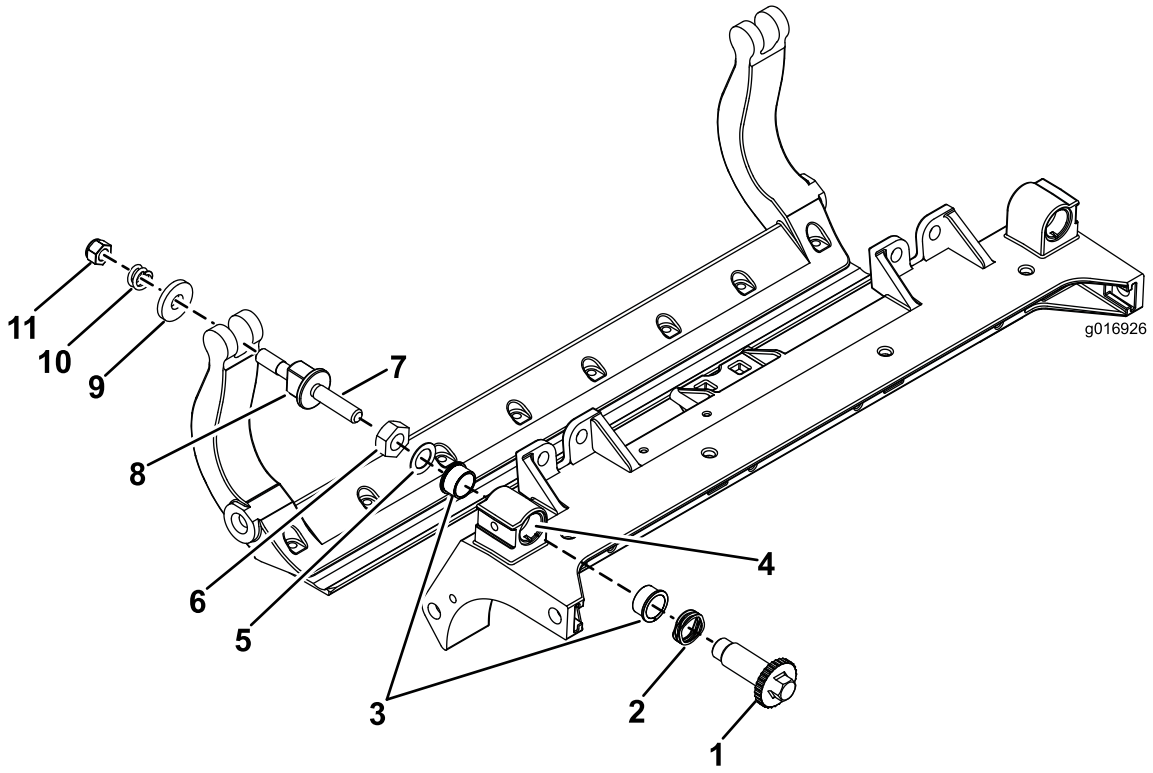

Figur 30
1. Fjern alle deler (se *monteringsinstruksjoner* for HD DPA-sett modellnr. 120–7230 og Figur 30).
2. Påfør Never-Seize på innsiden av hylseområdet til klippeenhetens midtre ramme (Figur 30).
3. Still nøklene på flensfôringene på linje med slissene i rammen, og monter fôringene (Figur 30).
4. Monter en bølget skive på justeringsakselen, og før justeringsakselen inn i flensfôringene i klippeenhetens midtre ramme (Figur 30).
5. Fest justeringsakselen med en flat skive og en låsemutter (Figur 30). Stram hjulmutterne til 20–27 Nm.
9. Fest motstangen på hver side av sideplaten ved hjelp av motstangsboltene (muttrene på boltene) og seks skiver. Plasser en nylonskive på hver side av sideplatens nav. Plasser en stålskive på utsiden av hver nylonskive (Figur 30). Stram motstangsboltene til et moment på 37–45 Nm. Stram til låsemutterene til den ytre stålskiven slutter å rotere og det ikke finnes dødgang, men ikke stram til for mye eller trykk ned sideplatene. Skivene på innsiden kan ha et mellomrom (Figur 30).
10. Stram til mutteren på hver justering for motstangsenheten til fjærspenningen er trykket helt sammen. Løsne deretter mutteren en halv omdreining (Figur 30).